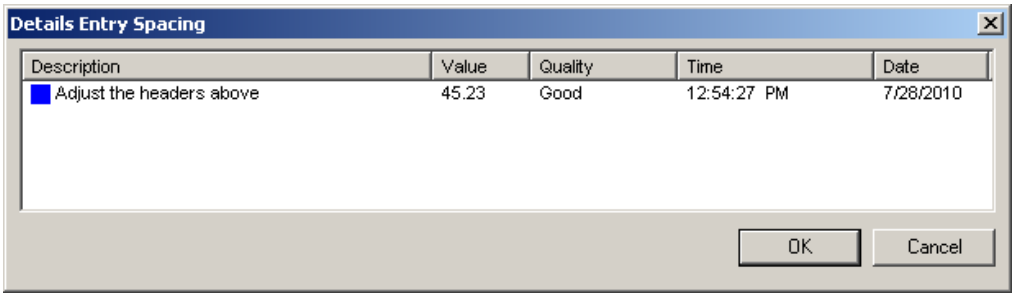

Figure L11.10 - Configuring the Column Spacing
6. Click on the "Spacing" button to configure the relative spacing of the selected columns. Adjust the column sizes so that all columns fit in the window properly as depicted in Figure L11.10.